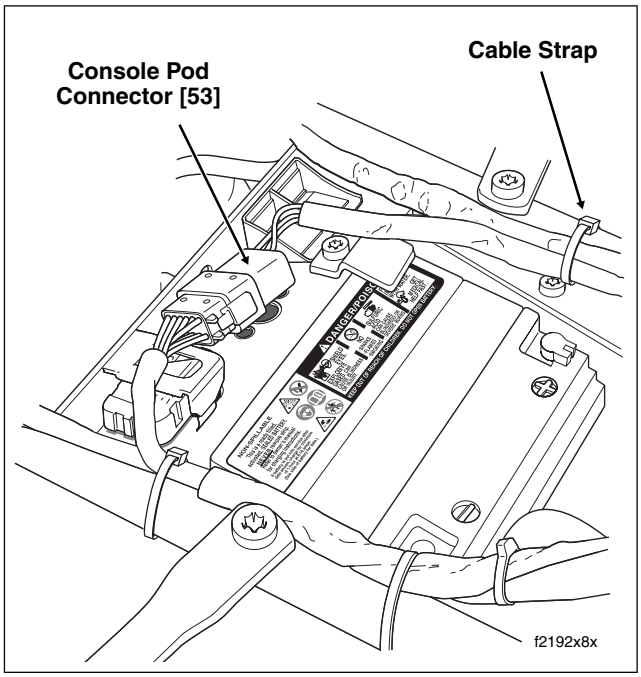

Figure 8-143. Disconnect Console Pod Connector
10. Release console pod connector [53], 12-place Deutsch, from attachment clip anchored in hole of frame crossmember (at rear of battery box). See Figure 8-143. Disconnect pin and socket halves.
5. Install **new** cable straps to secure console pod conduit and audio harness to left frame tube at front and rear of saddlebag rail. Cut any excess cable strap material. See Figure 8-143.